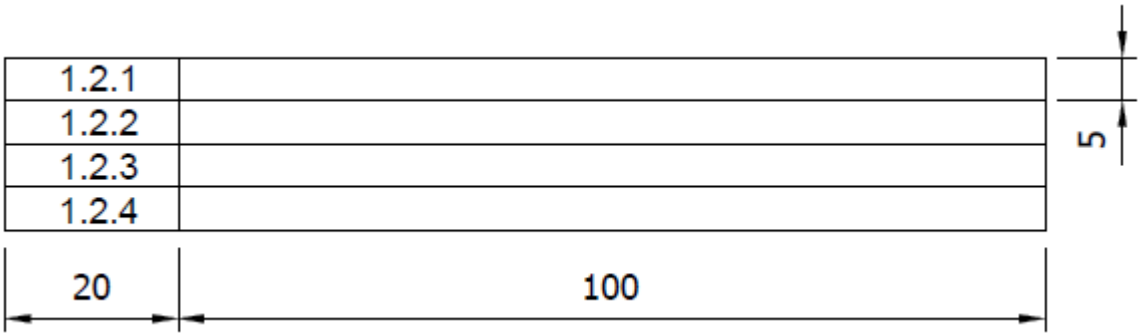

FIGURE 1 (1)
1.1 Draw the answer block in FIGURE 1 in full size on the DRAWING SHEET.